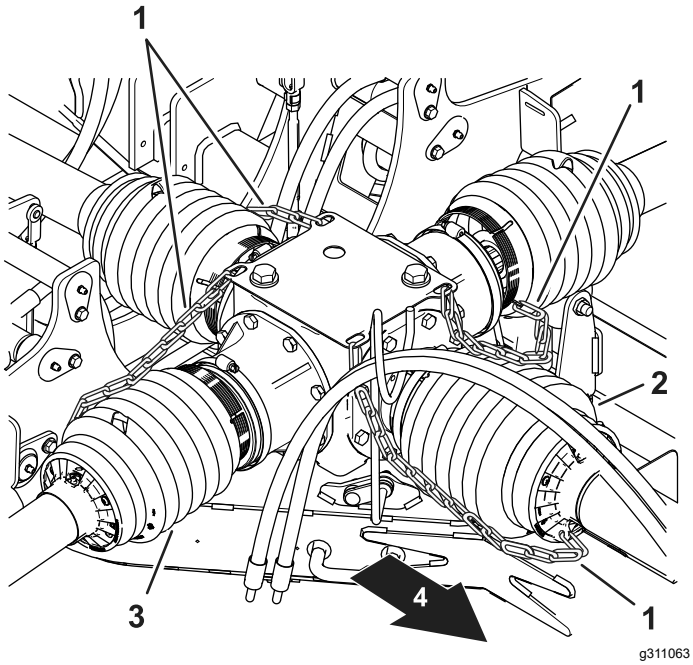
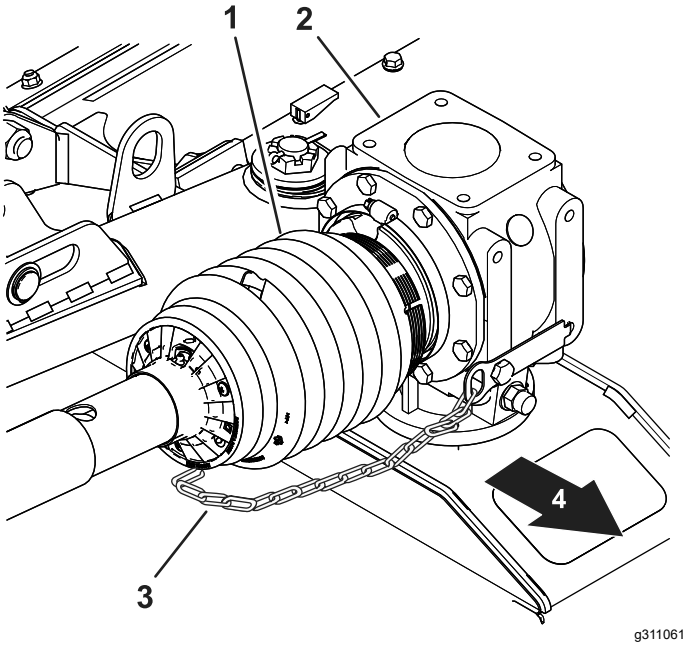
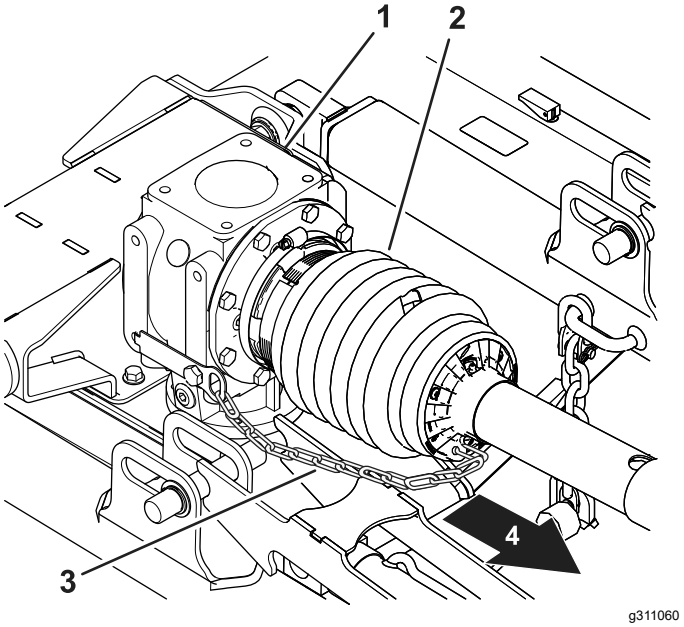
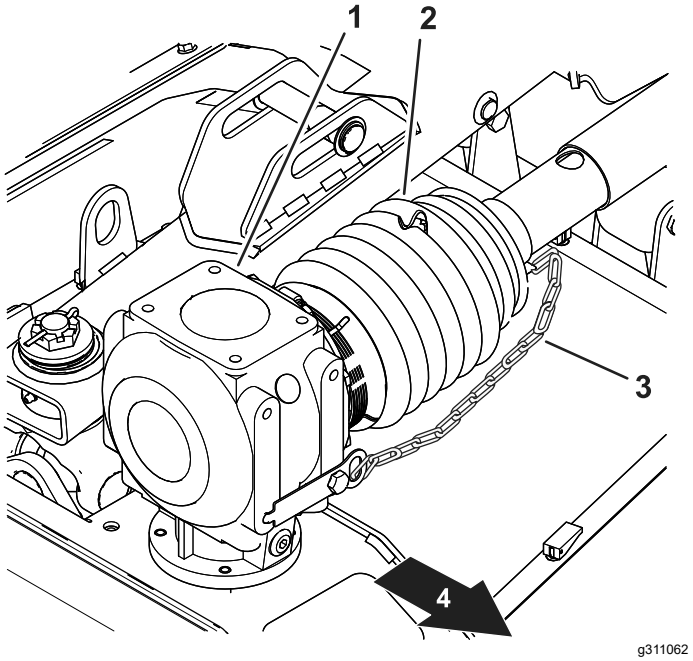

Figur 18
Figur 19
Figur 20
Figur 21
6. Kontrollera att spärrkedjorna för drivaxelskydden är anslutna till mittväxellådan och växellådorna på varje klippdäck (Figur 18, Figur 19, Figur 20 och Figur 21).